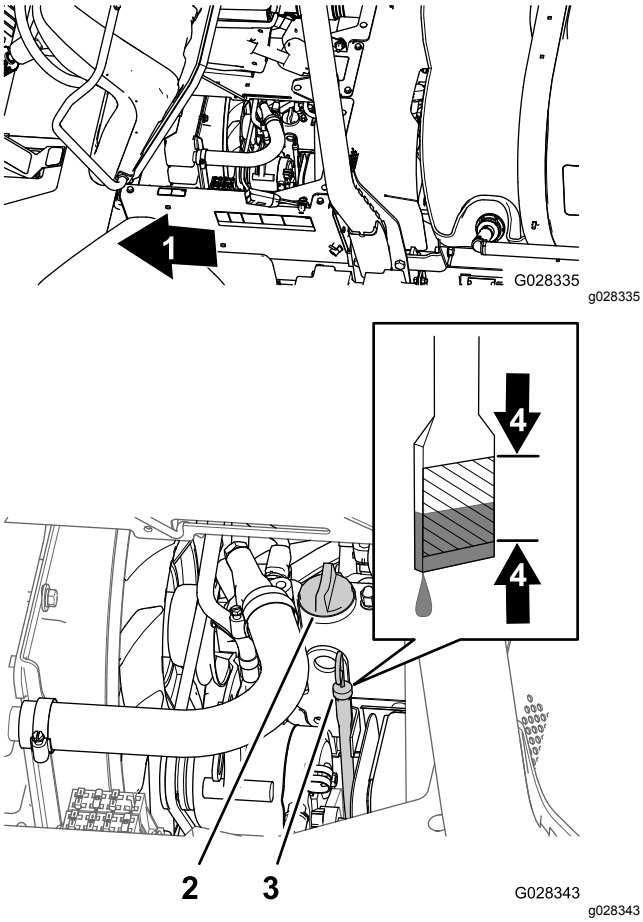

図 70
5. エンジンバルブカバー図 70からオイル補給口のキャップを取り、所要量の約 80% のオイルを入れる。
6. ディップスティックの目盛りで油量を点検する 図 70。
7. ディップスティックの FULL マークに達するまで補給口から残りのオイルをゆっくりと補給する図 70。
8. 補給口にキャップとディップスティックを取り付ける図 70。